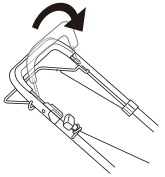

Fig.7
1. Pour arrêter le moteur, relâchez la barre de commande de frein pour arrêter le moteur et la lame (Fig. 7)